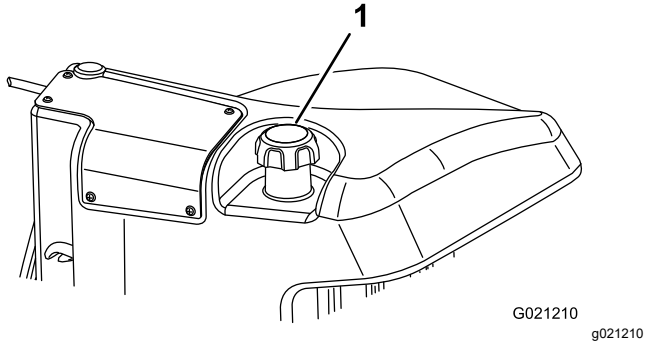

Figura 47
3. Îndepărtai capacul de la rezervorul de combustibil (Figura 47).